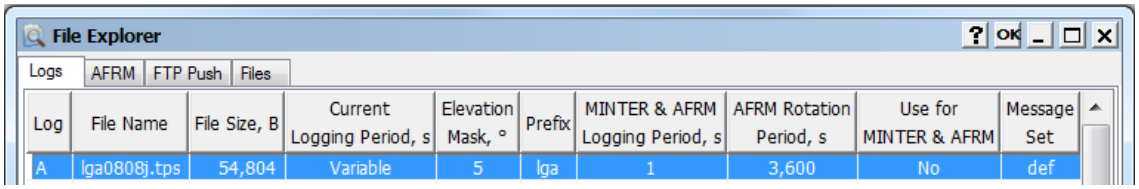

Figure 7-4: Start File Logging With Default Settings
En utilisant le MINTER, vous pouvez commencer à enregistrer un ou plusieurs fichiers. Par défaut, si vous cliquez sur le bouton Power trois fois d'affilée en deux secondes, cela lancera l'enregistrement d'un fichier. Ce fichier s'appelle Fichier A (Figure 7-4). Par défaut, la case **Use for MINTER & AFRM** est cochée uniquement pour le Fichier A. Vous pouvez la cocher pour autant de fichiers que vous le souhaitez. Dans ce cas, si vous cliquez sur le bouton POWER, cela lancera simultanément l'enregistrement des fichiers pour lesquels l'option **Use for MINTER & AFRM** est activée.
2. Cliquez sur **Start File Logging (Default Settings)**. Le fichier en cours d'enregistrement est affiché dans l'onglet **Logs** (Journaux) (Figure 7-4).